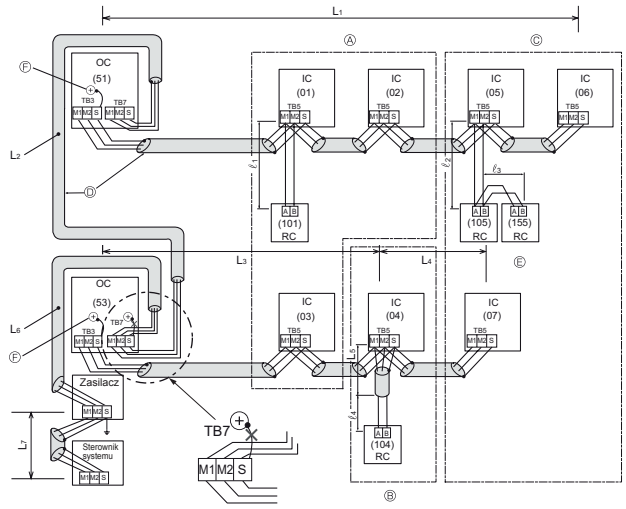

Rys. 6-2
■ **Zdalny sterownik M-NET (Rys. 6-2)**